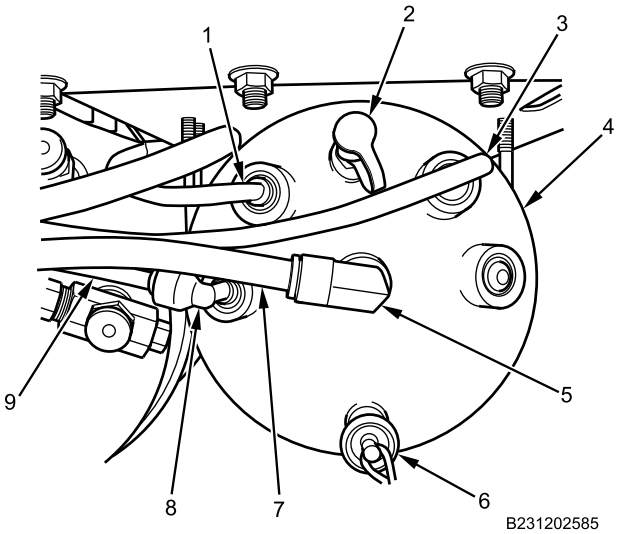

Figure 4. Supply Tank Air Lines and Fittings.
7. Disconnect supply-to-secondary tank small ORANGE air line (Figure 4, Item 1) from supply air tank (Figure 4, Item 4).
8. Disconnect supply-to-primary tank GREEN air line (Figure 4, Item 3) from supply air tank (Figure 4, Item 4).
9. Disconnect large BLACK air line (Figure 4, Item 7) from supply air tank angle metal fitting (Figure 4, Item 5).
10. Disconnect small BLACK air line (Figure 4, Item 9) from supply air tank angle plastic fitting (Figure 4, Item 8).
11. Remove supply air tank angle metal fitting (Figure 4, Item 5) from supply air tank (Figure 4, Item 4).
12. Remove supply air tank angle plastic fitting (Figure 4, Item 8) from supply air tank (Figure 4, Item 4).
13. Remove supply air tank safety valve fitting (Figure 4, Item 2) from supply air tank (Figure 4, Item 4).
14. Remove supply air tank drain fitting (Figure 4, Item 6) from supply air tank (Figure 4, Item 4).